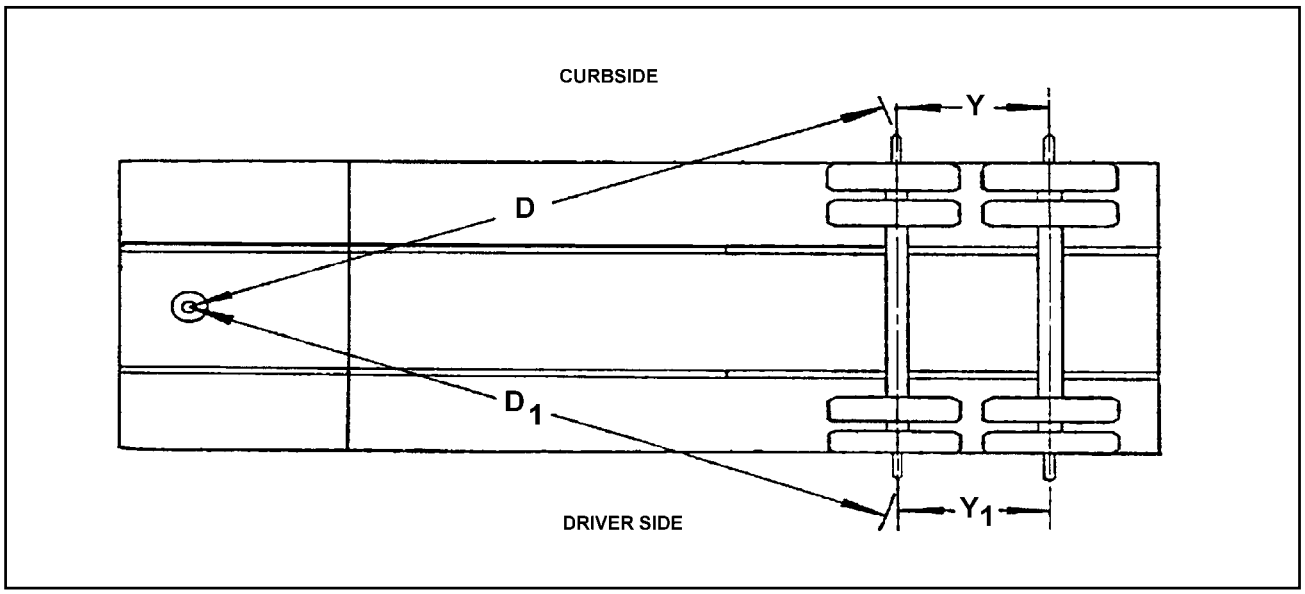

Figure 4-6 Checking Axle Alignment
4. Measure (D) from the plumb bob to the center point on one end of the axle. Record this measurement **(See Figure 4-6)**.
5. Measure (D1) to the other end of the axle in the same manner as in Step 4. Record this measurement **(See Figure 4-6)**.